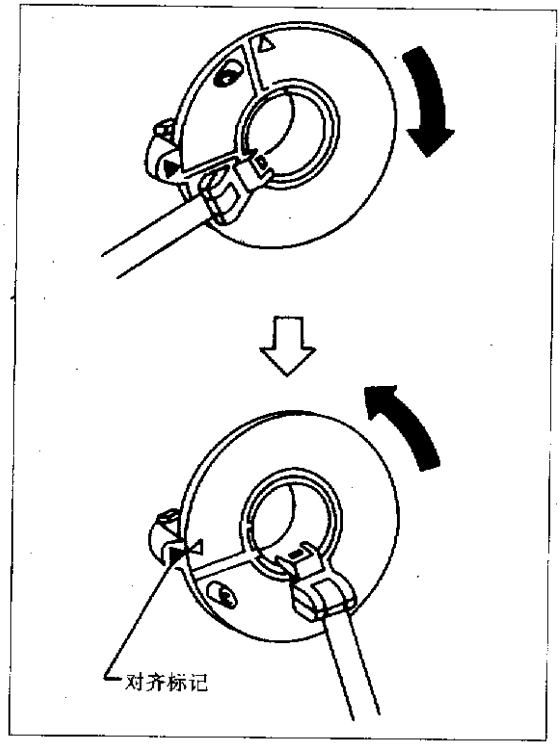

图10-2-18
①保持前轮在直行位置。
②如图10-2-18所示，从右边极限位置转动约2.5圈，电缆盘处于中性位置，并使标记对齐。